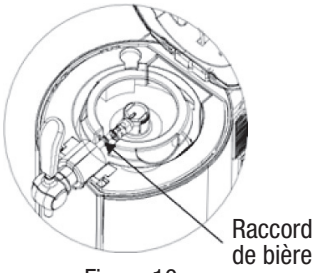
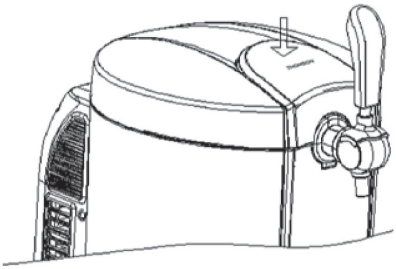

Figure 10
Figure 11
1. Ouvrez le couvercle supérieur en appuyant sur la poignée (figure 11). Placez le fût correctement assemblé dans la cavité de refroidissement (figure 10).